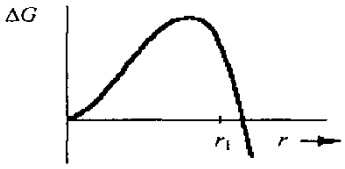

Рис. 14
43. На рис. 14 представлено изменение энергии Гиббса при образовании зародышей кристалла. Возможен ли рост кристалла из зародыша